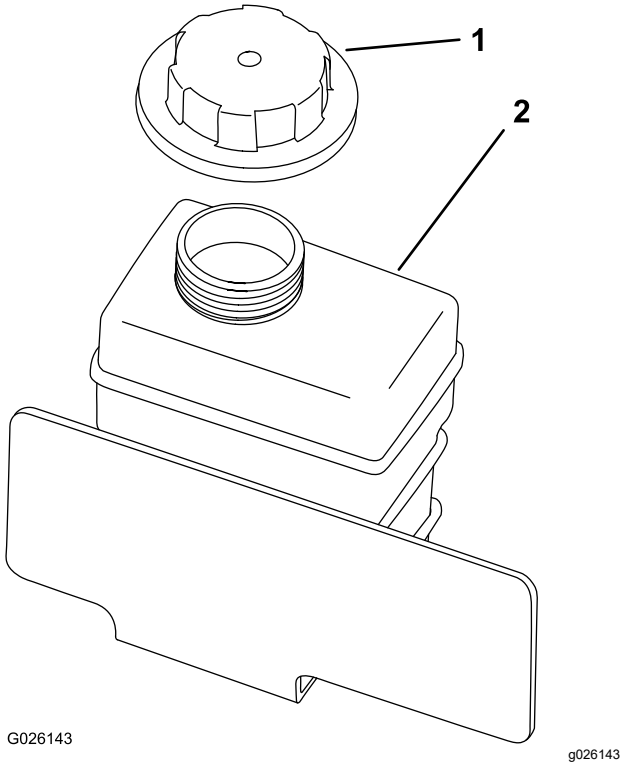

Figuur 63
4. Verwijder de dop van de reservetank (Figuur 63).